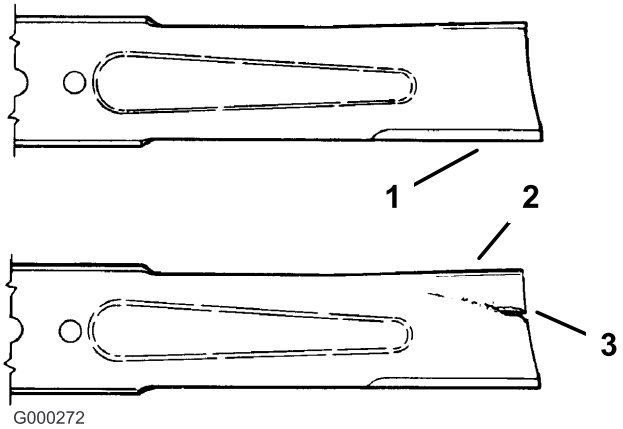

Figur 75
1. Kontrollera eggarna (Figur 75). Om eggarna är slöa eller har hack ska knivarna tas bort och slipas. Se Slipa knivarna.
2. Kontrollera knivarna, speciellt den böjda delen (Figur 75). Montera omedelbart en ny kniv om du upptäcker skador, slitage eller spårbildning i detta område (Figur 75).